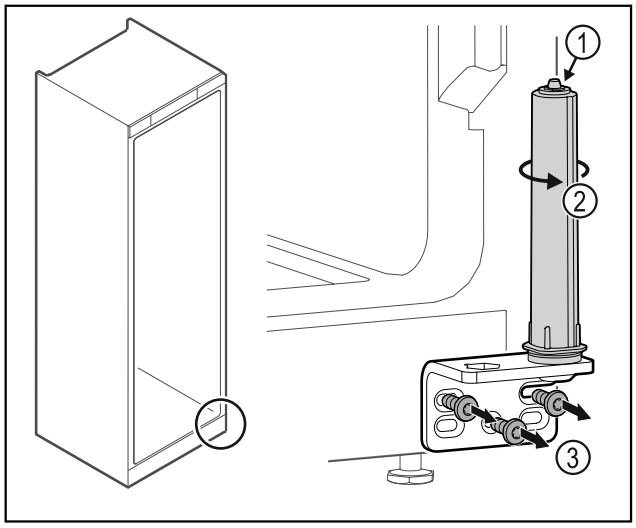

Fig. 26
▶ Do not disassemble the door closing system *Fig. 26 (1)*.
▶ Turn the closing system *Fig. 26 (2)* until it clicks.
▶ Unscrew the hinge *Fig. 26 (3)*.